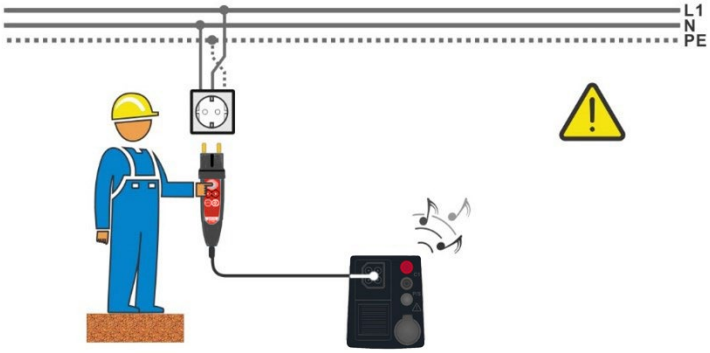
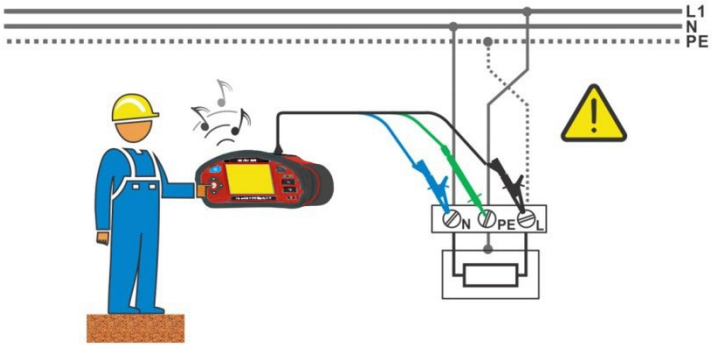

Abbildung 1.1: Vertauschte Leiter L und PE (Commander-Prüfstecker)
Abbildung 1.2: Vertauschte Leiter L und PE (Verwendung der 3-Leiter Prüfleitung)
- Schließen Sie die Prüfleitungen am Prüfobjekt an, siehe ***Abbildung 1.1*** und ***Abbildung 1.2.***